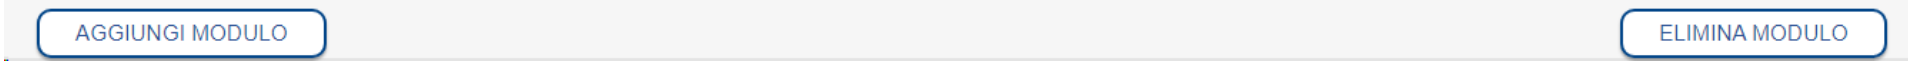

*Figura 28*
2) Portata termica riferita a un gruppo termico modulare: in questo caso si possono aggiungere in sequenza i moduli che compongono il gruppo termico con il pulsante *AGGIUNGI MODULO* (vedi Figura 28); una volta selezionato verranno visualizzati i campi per la sola prova del rendimento del modulo. Con il pulsante *ELIMINA MODULO* viene eliminato l'ultimo modulo inserito (vedi Figura 28).